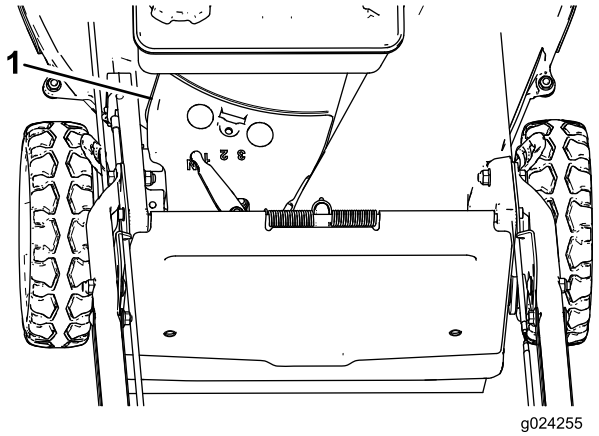

Figur 36
3. Ta bort remkåpan (Figur 36) från gräsklipparkåpan.